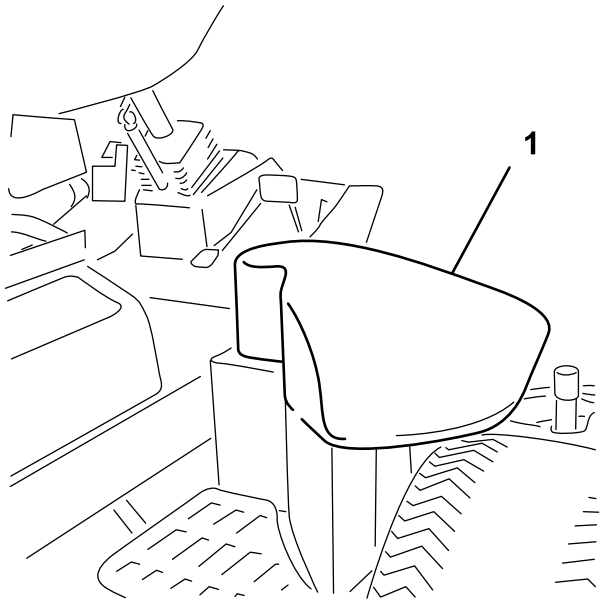

Rysunek 34
2. Podnieś pokrywę zbiornika hydraulicznego po prawej stronie maszyny (Rysunek 34).